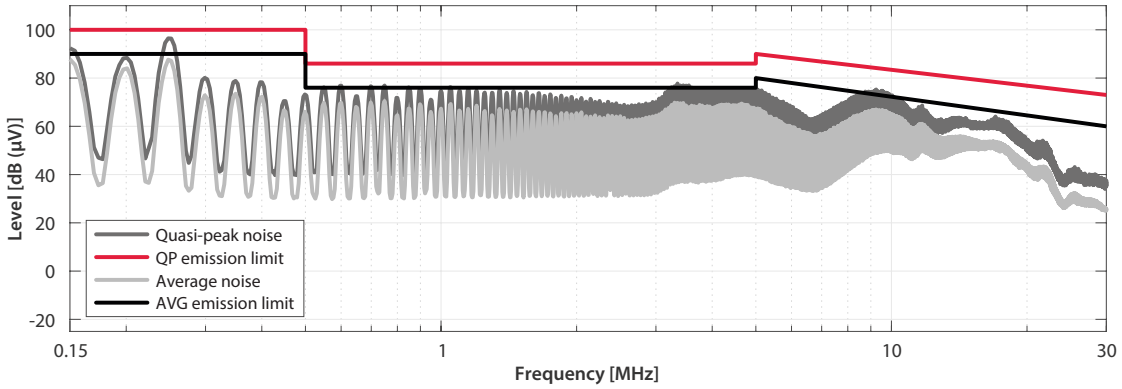

Fig. 8. Conducted emissions of the TPI in compliance with CISPR 11.
The conducted emission limits for 20-75 kVA devices from Group 1 Class A are shown in Fig. 8. They are expressed in [dB (µV)] and cover frequencies from 150 kHz to 30 MHz. Furthermore, the average (AVG) and quasi-peak (QP) noise is measured in accordance with CISPR 16-1. Fig. 8 shows the result of the EMC qualification test for the TPI.